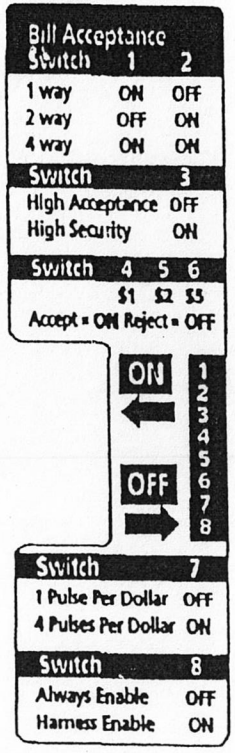

Figure 2
1. Set Bill Acceptor option switches. See Figure 2.
Important note: Placing any switch ON will override the above options, and the Bill Acceptor will operate according to the switch settings labell (See Figure 2)